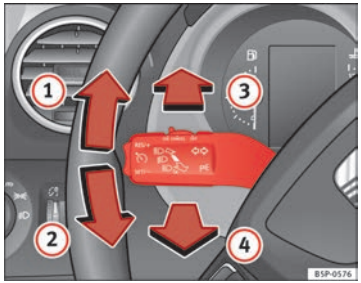

**Fig. 77 Turn signal and main beam headlight lever**
– Move the lever all the way up ⇒ Fig. 77 (1) to indicate **right**, and all the way down (2) to indicate **left**.
– If the dipped lights are on, push the lever forward ⇒ Fig. 77 (3) to switch on the main beam.
– Push the lever towards the steering wheel ⇒ Fig. 77 (4) to switch off the main beam.